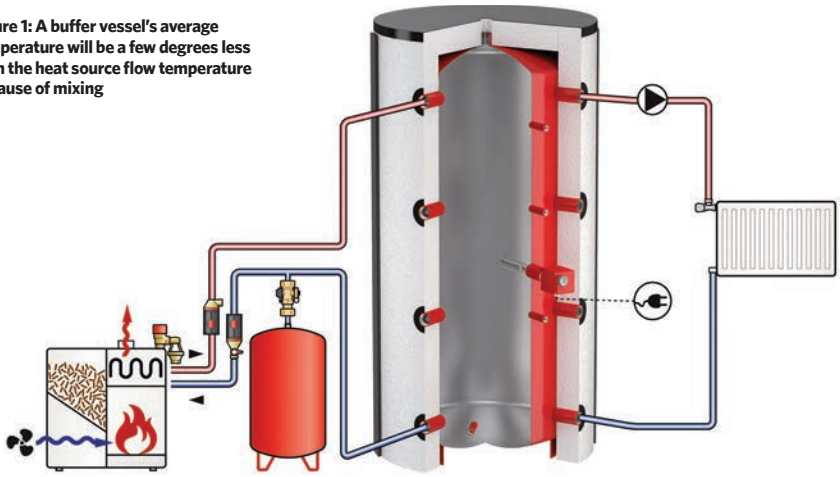

**Figure 1: A buffer vessel's average temperature will be a few degrees less than the heat source flow temperature because of mixing**
The modified parallel arrangement (four-pipe configuration) in Figure 1, explored in part one, introduced the concept that the discharge pump (B) actively controls the tank charging (energy in > energy out), discharging (energy in < energy out) or equilibrium (no net change in energy). The correct flowrate (Q) sizing of pump (B) is key to the success of modern CHP design. If (QB) > (QA), the store will discharge while the CHP is running, increasing the peak output of CHP-generated heat into the building. The heat injection is a finite function of volume store – and the store must not be fully depleted, as this can cause mixing. However, this safe volume percentage discharge limitation can be overcome using a two-port store, as outlined in part one, but at the expense of a more constrained installation.